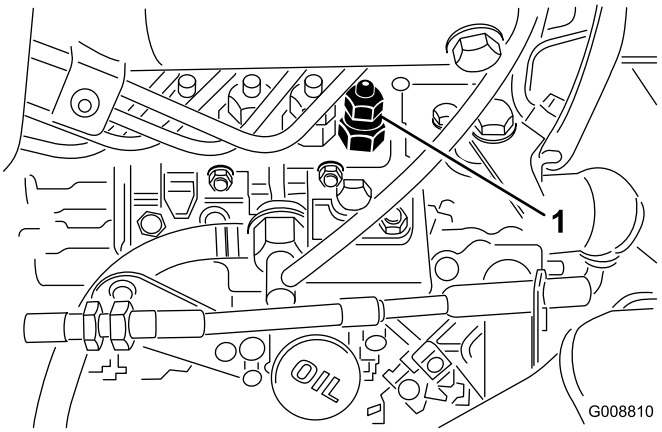

Figura 56
1. Afloje la conexión entre el tubo y el conjunto de inyector de boquilla n.o 1 soporte en la bomba de inyección (Figura 56).